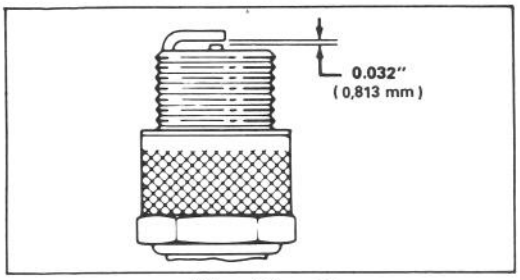

Afbeelding 15
3. Zet de luchtopening op 0,813 mm (Afb. 15). Installeer de bougie en pakkingszegel correct en draai de bougie stevig vast tot 20,4 N-m.